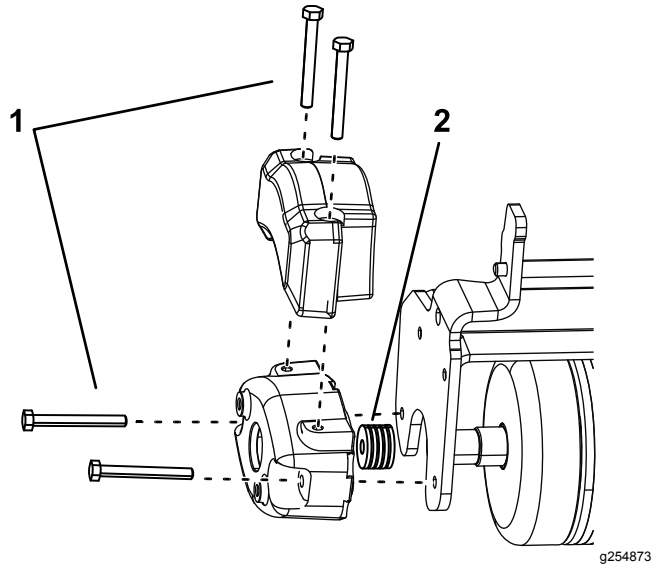

Bild 5
2. Setzen Sie die zwei Schrauben (5/16-18" x 2 ¾") ein, wie in Bild 5 abgebildet..
3. Legen Sie vier Unterlegscheiben (1/8") pro Schraube zwischen das Gegengewicht und die Seitenplatte der Dreifachrolle (Bild 5).